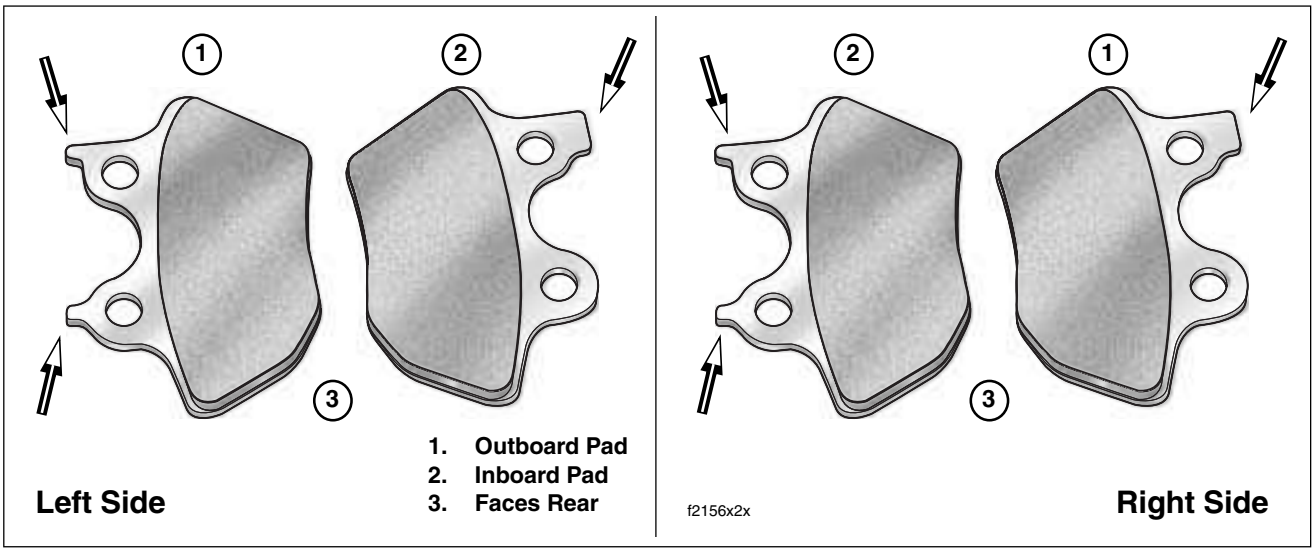

Figure 2-58. Front Brake Pad Locations
1. Install **new** brake pads into caliper with the friction material facing the brake disc opening. Be sure that the pad is oriented so that the curved side faces the rear of the vehicle when the caliper is installed. See Figure 2-58.
7. Install **new** brake pads into caliper with the friction material facing the brake disc opening. Also, be sure that the pad is oriented so that the curved side faces the rear of the vehicle when the caliper is installed. See Figure 2-58.